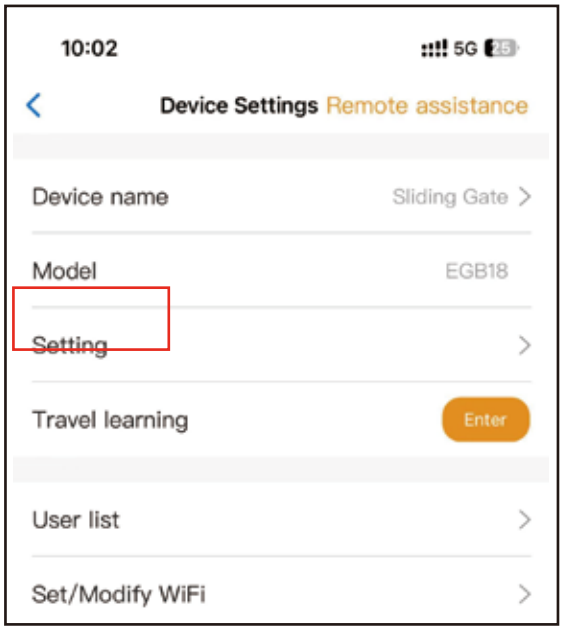

Abb. 11
Schritt 1. Wählen Sie das Gerät aus und drücken Sie oben rechts auf „ ⚙ “. Klicken Sie auf „Einstellung “. (Abb. 11)